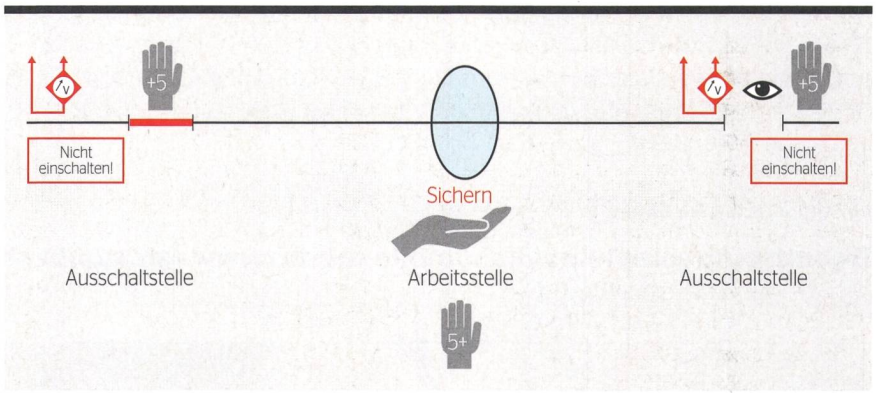

Bild 3 Eindeutige Identifizierung der Verbindungsleitung möglich.
- Bei Verbindungsleitungen mit eindeutiger Identifizierung (Zuordnung) der Kabel und ohne jegliche Abgänge, kann auf das Erden und Kurzschliessen verzichtet werden **(Bild 3)**. Sind die Leitungen grössere Strecken parallel zu Hochspannungsleitungen, ist zur Ableitung der induzierten Spannung das Kabel trotzdem zu erden. Dazu ist es wichtig, die Arbeit nach den 5 lebenswichtigen Regeln vorzubereiten und die Sicherungsmassnahmen zu planen.